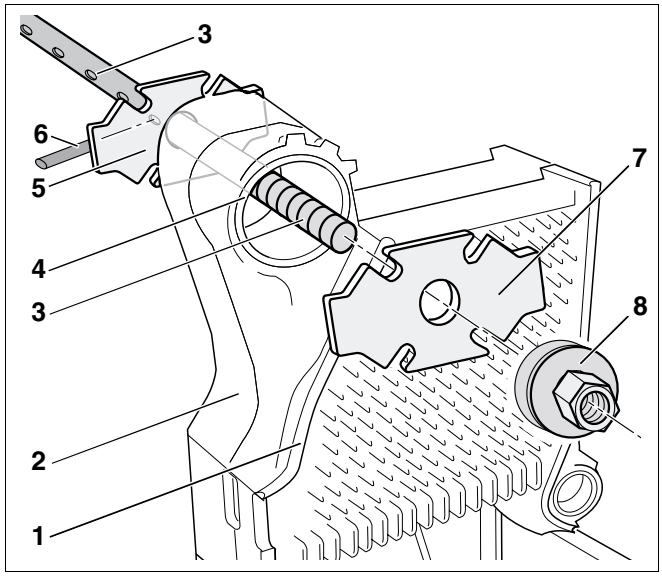
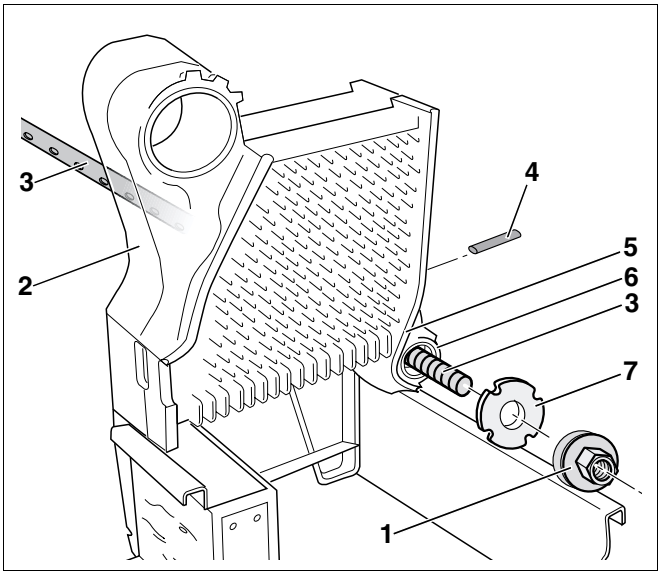
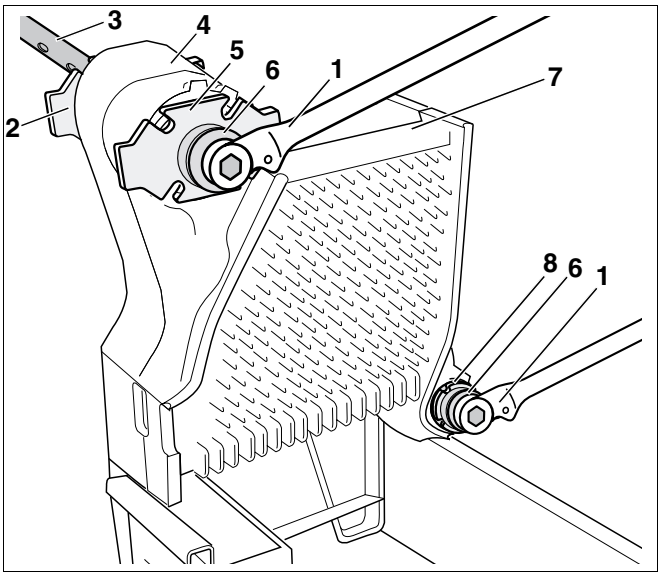
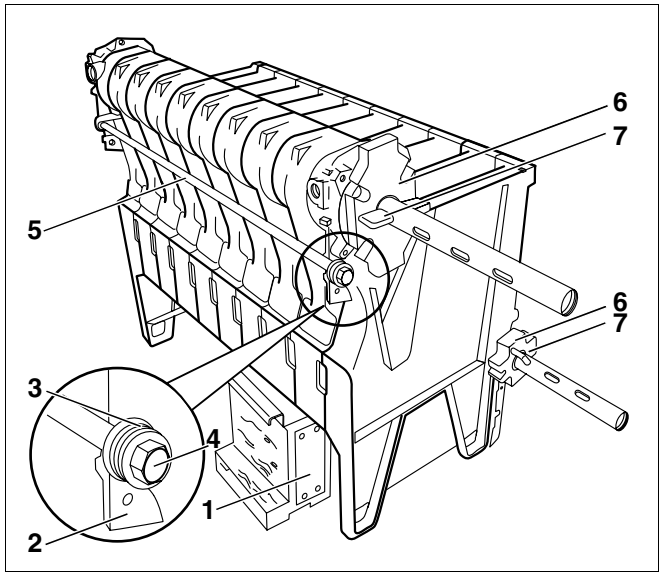

Afb. 16 Bovenste ketelnaaf
Afb. 17 Onderste ketelnaaf
Afb. 18 Ketelrugzijde
Afb. 19 Ankerstangen monteren – volgorde van de schotelveren
- Schuif telkens een trekstang (afb. 16 en afb. 17, **pos. 3**) door de bovenste en de onderste ketelnaaf (afb. 16, **pos. 4** en afb. 17, **pos. 6**) van het gedeeltelijke ketelblok.
Als de bijkomende flens (afb. 16, **pos. 7**) zich bij het samentrekken op de afdichtinggroef van het middenelement (afb. 16, **pos. 1**) bevindt, kan dat leiden tot ondichtheden.
- Zorg ervoor, dat de bijkomende flens (afb. 16, **pos. 7**) vlak op de ketelnaaf ligt.
- Schuif de bijkomende flens (afb. 16, **pos. 7**) op de trekstang (afb. 16, **pos. 3**) van de bovenste ketelnaaf (afb. 16, **pos. 4**).
- Schuif de tegenflens (afb. 16, **pos. 5**) op de trekstang (afb. 16, **pos. 3**) van de bovenste ketelnaaf (afb. 18, **pos. 4**) en beveilig ze met de bijhorende spie (afb. 16, **pos. 6**) (vgl. afb. 19, pagina 21).
- Draai het trekgereedschap (afb. 16, **pos. 8**) op de draadboringen van de trekstang (afb. 16, **pos. 3**).
- Schuif de bijkomende flens (afb. 17, **pos. 7**) op de trekstangen (afb. 17, **pos. 3**) (onderste ketelnaaf – afb. 17, **pos. 6**).
- Schuif de tegenflens op de onderste ketelnaaf (afb. 17, **pos. 6**) en beveilig ze met de bijhorende spie (afb. 17, **pos. 4**) (vgl. afb. 19, pagina 21).
- Draai het trekgereedschap (afb. 17, **pos. 1**) op de draadboringen van de trekstang (afb. 17, **pos. 3**).
- Plaats de beide ratelsleutels (afb. 18, **pos. 1**) op de spanmoeren van de perseenheid (afb. 18, **pos. 6**) en pers de ketelelementen door gelijkmatig trekken samen.
- Verdeel de schotelveren (afb. 19, **pos. 3**) gelijkmatig.
- Plaats de ankerstangen (afb. 19, **pos. 5**) met de schotelveren (afb. 19, **pos. 3**) in de gietijzeren nok (afb. 19, **pos. 2**).
- Draai de moeren (afb. 19, **pos. 4**) manueel op de draad van de ankerstangen (afb. 19, **pos. 5**), zodat de vlakken van de schotelveren tegen de gietijzeren nok liggen.
- Draai vervolgens de moeren (afb. 19, **pos. 4**) links en rechts op de ankerstangen (afb. 19, **pos. 5**) 1 tot 1½ slagen aan (M10: 15 Nm; M16: 25 Nm).
- Montagehulp (afb. 19, **pos. 1**, pagina 21) verwijderen.